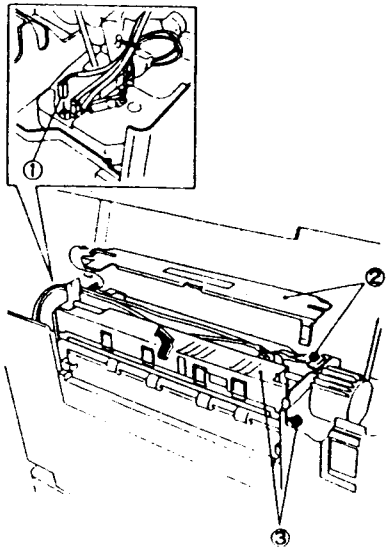

Рис. 2 NZM-0115
6. (Рис. 2): Отсоедините находящийся сзади разъем P/J117 выходного датчика фьюзера. Снимите крышку фьюзера и узел пальцев отделения.
①. Отсоедините P/J117.
②. Ослабьте винт и снимите крышку фьюзера.
③. Ослабьте винт и снимите узел пальцев отделения.
7. (Рис. 2): Снимите держатель датчика.
①. Ослабьте винты (2).
②. Снимите держатель датчика.